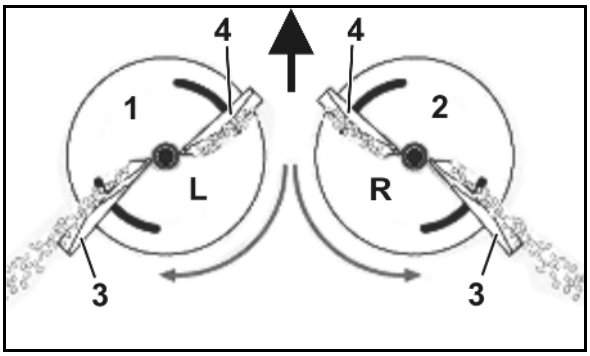

図 19
- 左側の散布ディスク (図 19/1) には L マークを表示
- 右側の散布ディスク (図 19/2) には R マークを表示
- 長いタイプ (図 19/3) - 設定目盛りは値 35 ~ 55
- 短いタイプ (図 19/4) – 設定目盛りは値 5 ~ 28